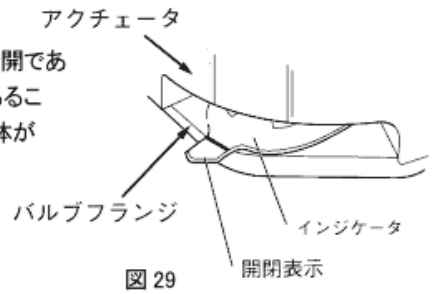

図 29
① バルブインジケータの赤表示が見える場合はバルブが全開であることを示し、赤表示が見えない場合はバルブが全閉であることを示します。(図 29)横三方ボールバルブの場合は、流体が流れているフォーム(B又はC)側に赤表示が見えます。